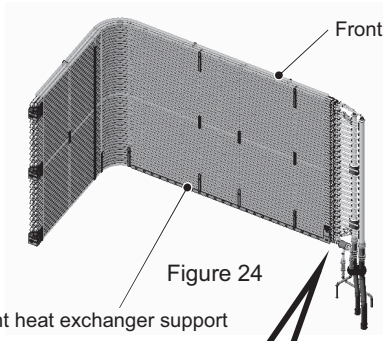

Figure 24
(25) After removing the heat exchangers, dispose of the front and the rear heat exchanger supports. (See Figures 24 and 25.)